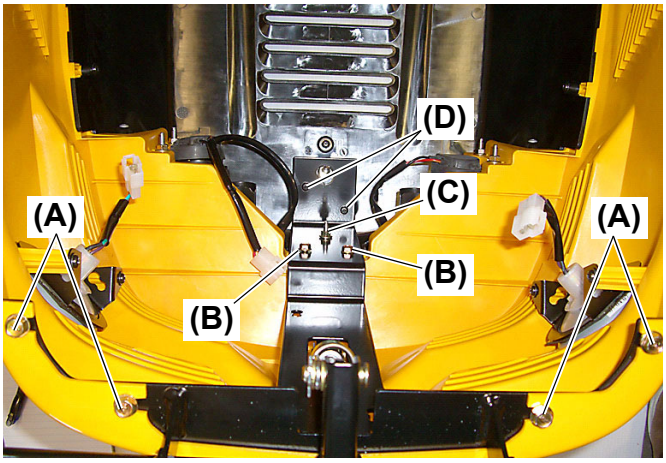

Fig. 7
7. Remove the four (4) M6 × 16 mm (L: 0.64 in.) bolts **(Fig. 7, (A))** that secure the lower portion of the hood hinge to the hood.
8. Remove the two (2) M6 × 16 mm (L: 0.64 in.) bolts **(Fig. 7, (B))** that secure the center of the hood hinge to the hood.
9. Remove M6 nut **(Fig. 7, (C))** from the center of the hood hinge.
10. Remove the two (2) M5 × 16 mm (L: 0.64 in.) screws **(Fig. 7, (D))** from the hood hinge.